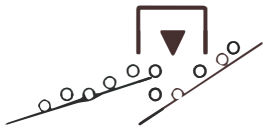

Abbildung 1
- *Abbildung 1: Beim Fallen vom Duo-Förderband, vom ersten auf das zweite Band. Oder beim Fallen vom Duo-Förderband auf das Hallenförderband. An dieser Stelle ist die Fallhöhe oft größer, sodass die Kartoffeln länger durch den Nebel fallen. Und weil das Band des Hallenförderbandes oft auch noch schräg empor ragt, drehen die Kartoffeln sich noch einmal um die eigene Achse, wodurch eine gute Bedeckung erzielt wird. Installieren Sie den Zerstäuberkopf so, dass die eine Hälfte des Nebelkreises direkt auf die Kartoffeln gelangt und dass die andere Hälfte nach unten auf die bereits gefallenen Kartoffeln rieselt.*